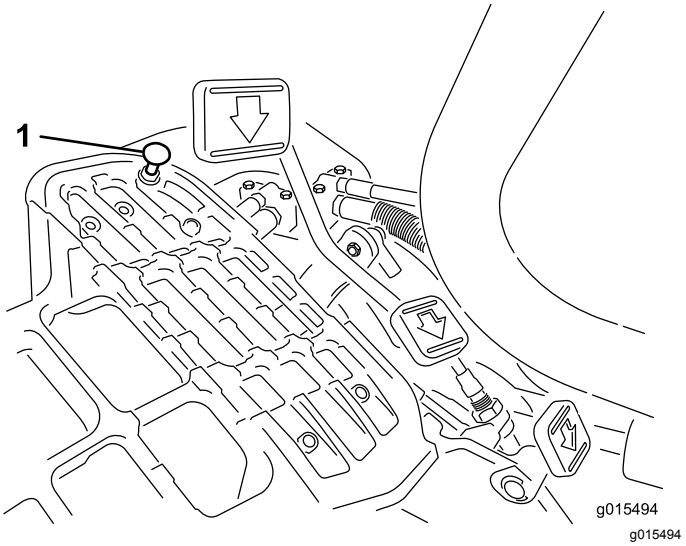

Rysunek 33
Aby uzyskać maksymalną prędkość transportową, należy ustawić dźwignię sterowania funkcją w pozycji TRANSPORTOWEJ i nacisnąć do końca pedał jazdy. Jeśli pedał dotyka ogranicznika (Rysunek 33), zanim da się wyczuć naprężenie linki, wówczas należy dokonać regulacji w następujący sposób:
1. Ustaw dźwignię sterowania funkcją w pozycji TRANSPORTOWEJ i poluzuj nakrętkę zabezpieczającą mocującą ogranicznik pedału do płyty podłogowej (Rysunek 33).